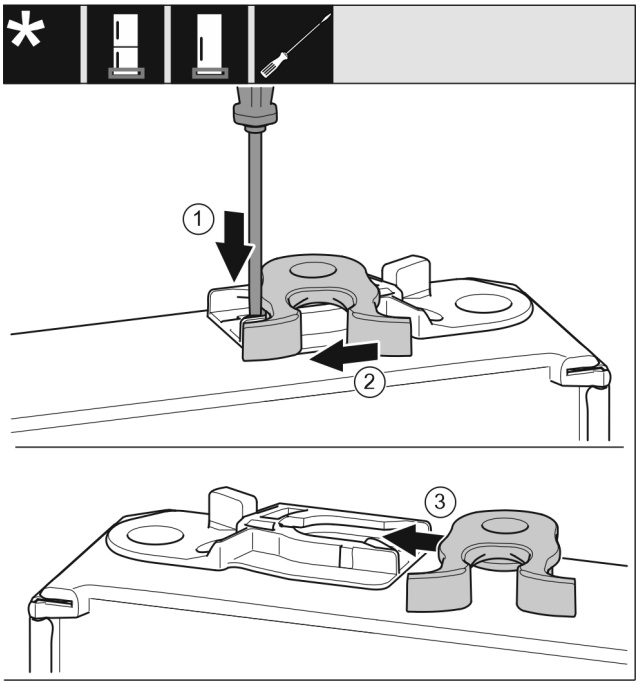

Fig. 18
▶ Прижмите накладку *Fig. 18 (1)* шлицевой отверткой вниз.
▶ Выведите запорный крючок *Fig. 18 (2)* из направляющей.
▶ Вставьте запорный крючок *Fig. 18 (3)* в направляющую с другой стороны.